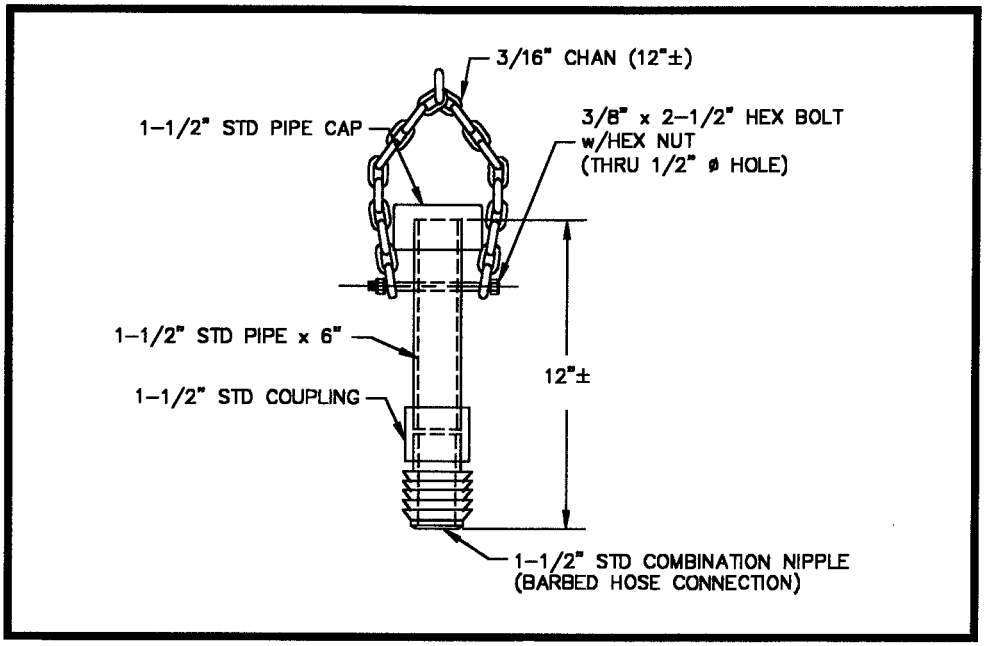

Figure 10. Wood Post Pulling Tool (Pipe Option)
- Post remover tool (see **Figures 10 and 11**),
(1) Check the impact head for damage.
(2) Check the cable anchor bracket and cable assembly for damage. The bearing plate, nuts, washers, cable anchor bracket, and the special cable anchor bracket shoulder bolts are rarely damaged.
(3) Check the number of broken posts and wood blockouts that need to be replaced, along with any damaged bolts. Inventory and pick up the reusable parts.
(4) Torch off the kinked rail near the outlet of the impact head. The impact head should be able to be removed by hand at this point. If not, the impact head is probably not reusable.
(5) Disconnect and remove the damaged rail from the posts.
(6) Remove the broken posts from the foundation tubes using one of the two post removal tools (see **Figures 10 and 11**) assembled from "off the shelf hardware" items. Pound the steel pipe or screw the lag screw into the top of the broken post stub and remove the remains of the broken post by pulling on the chain. Use a pry bar as a lever if necessary.
(7) Reinstall the system following the procedures listed in this manual.